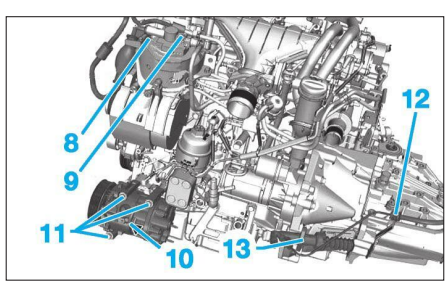

**Fig. 68**
• Désaccoupler, obturer et écarter les durits de carburant (8) et (9) **(Fig.68)**.
• Déconnecter le connecteur (10) du compresseur de climatisation.
• Déposer le compresseur de climatisation (11).
• Dégrafer la canalisation hydraulique (12) du récepteur d'embrayage.
• Déposer et écarter le récepteur hydraulique (13).